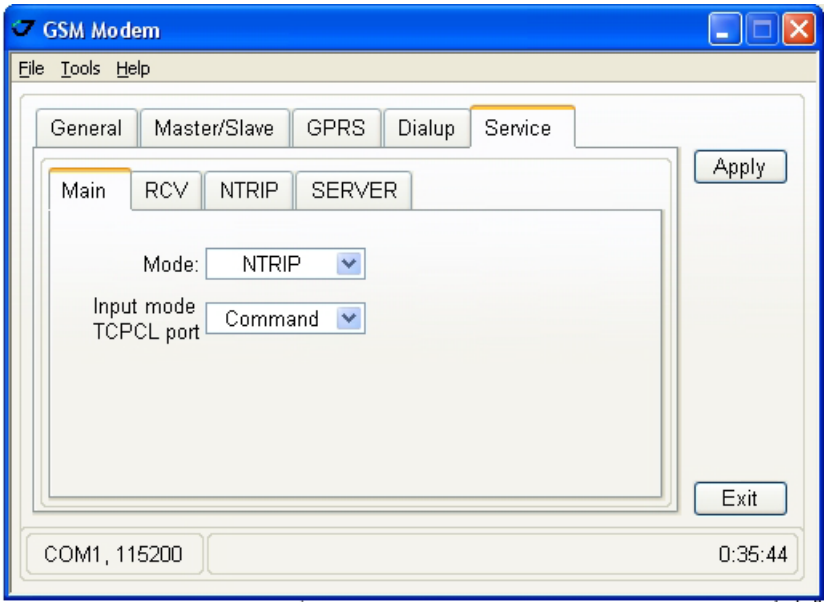

Рисунок 23. Закладка Service
3. В подзакладке *Main* закладки *Service* произведите следующие настройки (Таблица 17) и нажмите *Apply* (Рис. 23 на стр. 42).